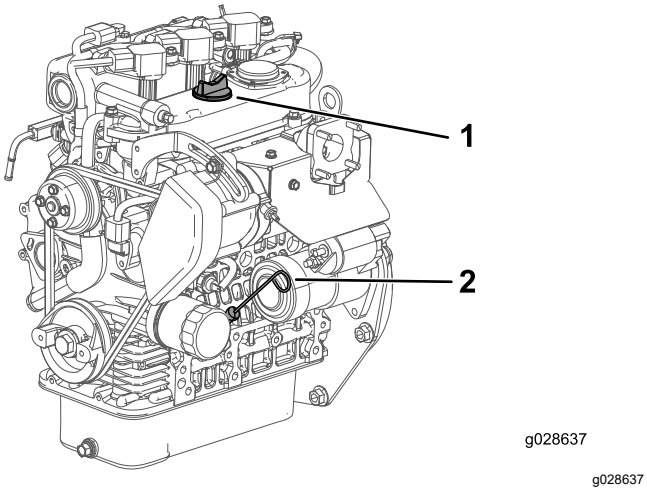

**Figura 35**
4. Retire la varilla y límpiela con un paño limpio (Figura 35).
5. Introduzca la varilla en el tubo asegurándose de que quede bien asentada (Figura 35).
6. Retire la varilla y compruebe el nivel de aceite (Figura 35).
7. Si el nivel de aceite es bajo, retire el tapón de llenado (Figura 35) y añada suficiente aceite para elevar el nivel a la marca Lleno de la varilla.
8. Coloque la varilla firmemente (Figura 35).